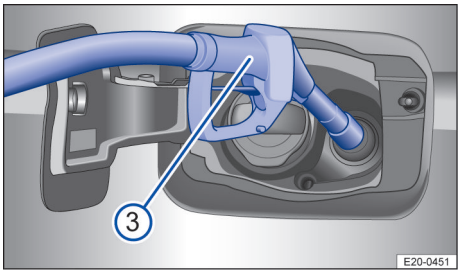

Fig. 166 Ravitaillement en AdBlue avec le pistolet distributeur
1. Orientez la poignée du pistolet distributeur d'AdBlue® vers le bas pour garantir un ravitaillement optimal → fig. 166 ③.
3. Le réservoir d'AdBlue® est plein dès la première coupure du débit par le pistolet distributeur → ①.